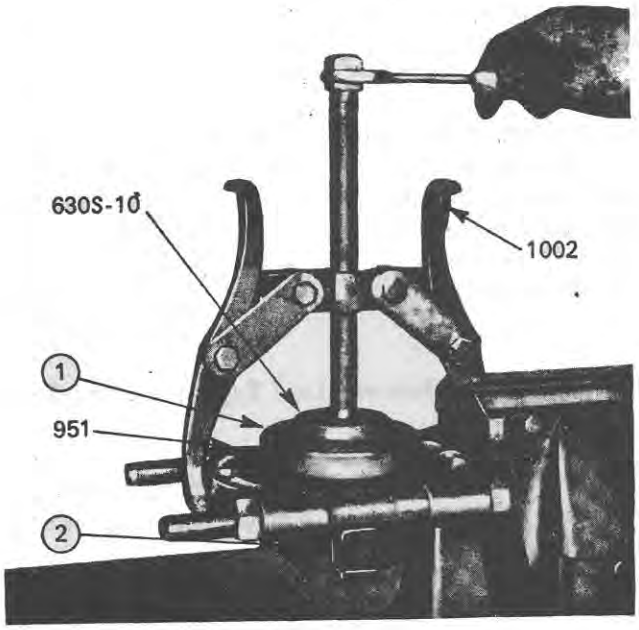

Figure 68
5. Where no greaser is incorporated, remove the release bearing from the hub using Tools Number 951, 1002, and the appropriate step plate, Figure 68.